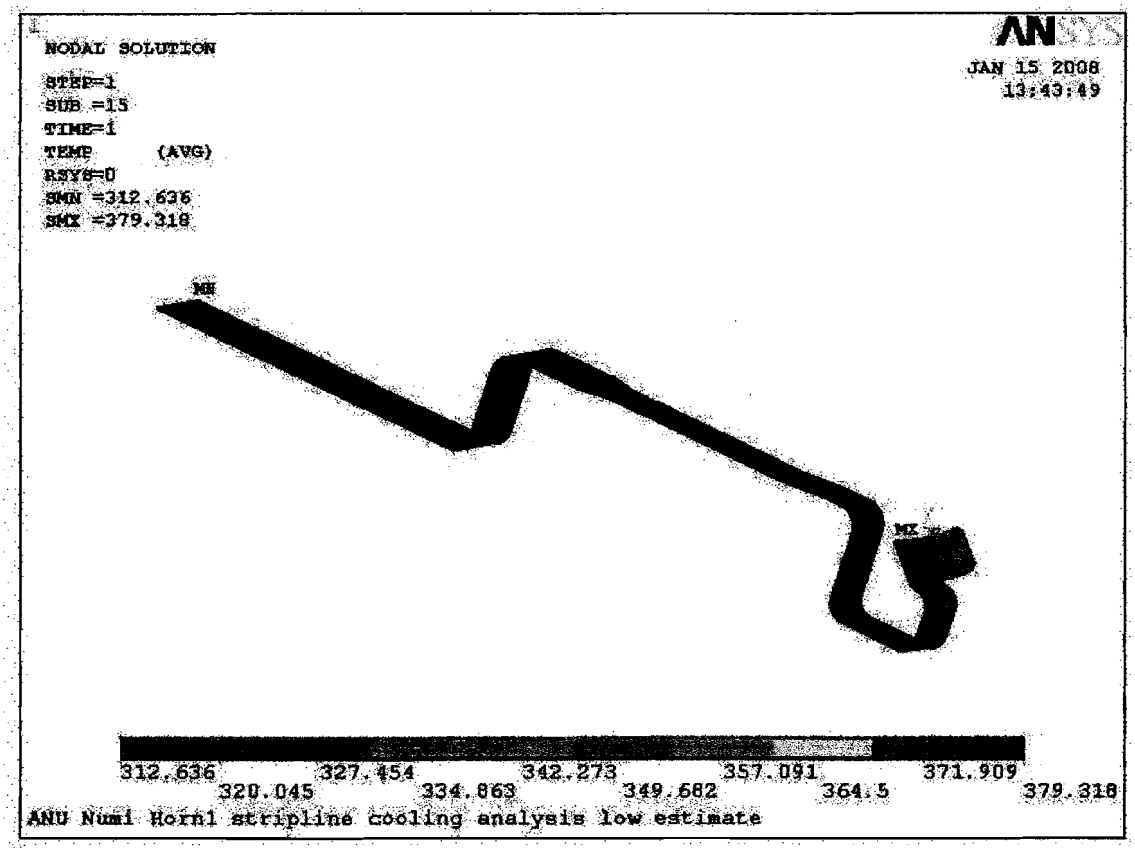

Figure 2. Maximum stripline temperature of 379.3K (106.2°C). Uses convection values close to those calculated from empirical data.
2.2. Figure 2 shows the results of the lower temperature estimate for the stripline. The deltaT is 66.7K, with a minimum value of 312.6K (39.5°C) and maximum of 379.3K (106.2°C).